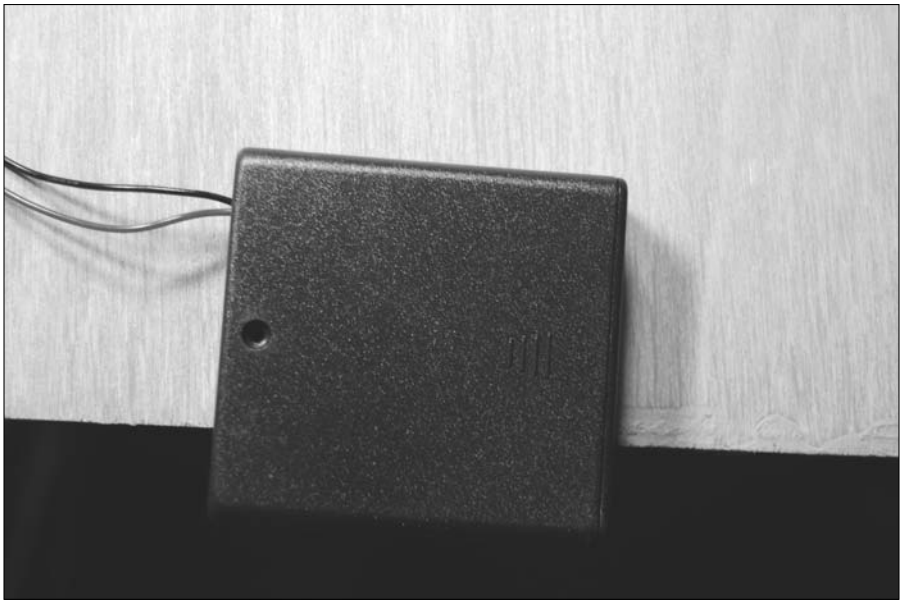

Figure 10-22: The battery pack in place.
17. **Attach Velcro to the battery pack and the plywood so that you can attach the battery pack to the plywood, as shown in Figure 10-22.**